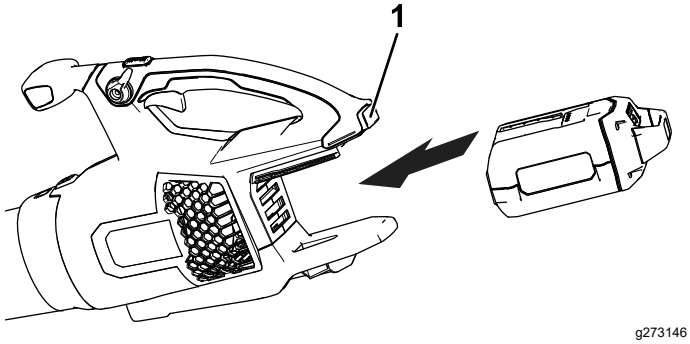

**Figura 5**
2. Alinee el hueco de la batería con la lengüeta del alojamiento de la empuñadura (Figura 5).
3. Sujete la empuñadura e introduzca la batería en la empuñadura hasta que el cierre se bloquee en su sitio (Figura 5).